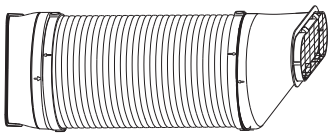

Fig. 2
c. Fig. 2 is the assembled exhaust hose.